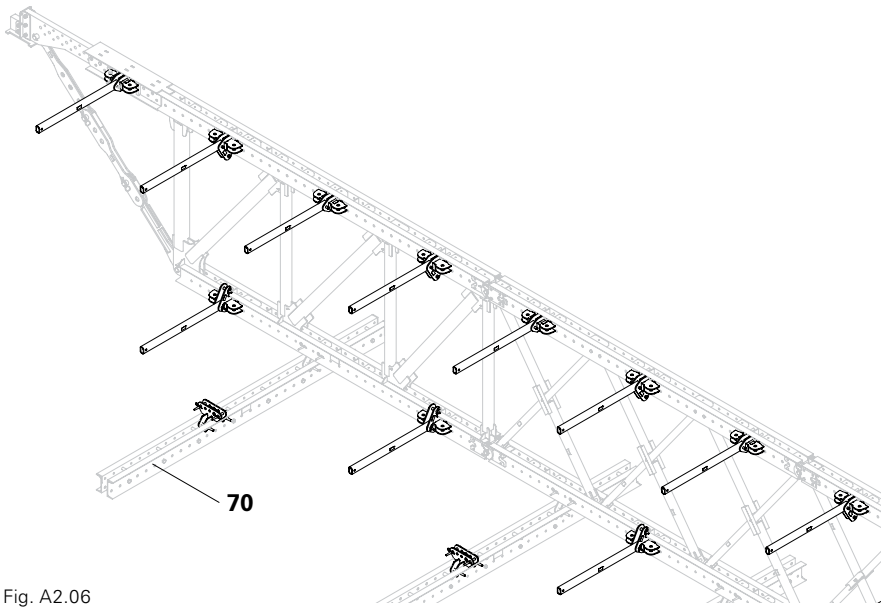

Fig. A2.06
Mount a second single truss on the Climbing Rail (70) in the same way. (Fig. A2.06)